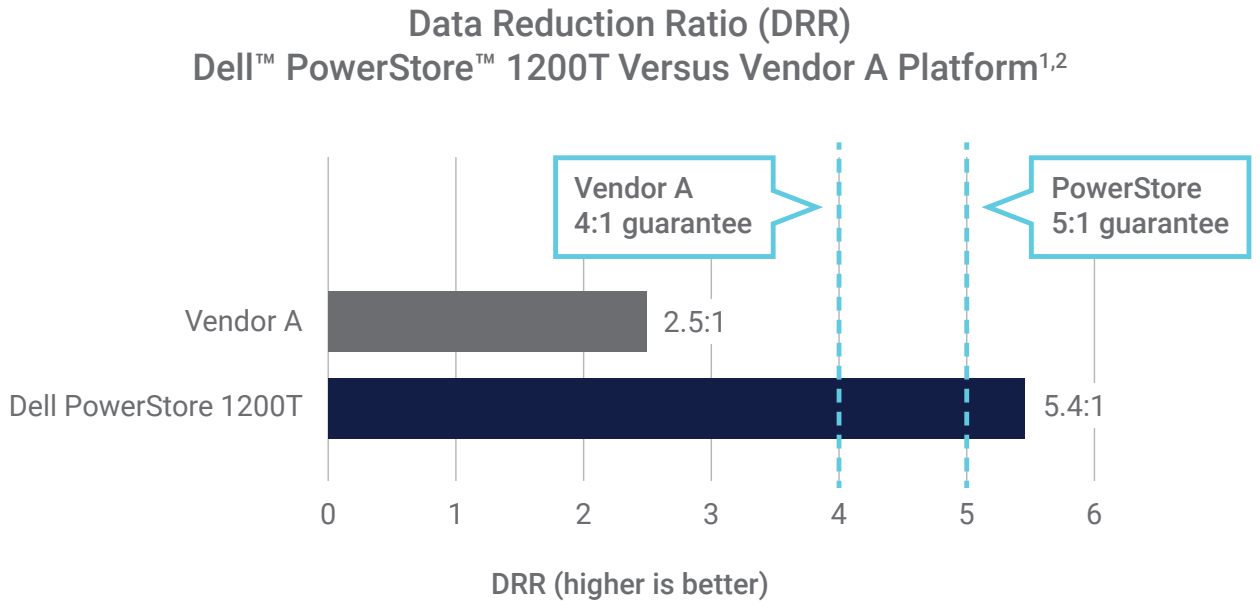

Abbildung 1 | Vergleich von zugesagten und gemessenen DRRs
Die nutzbare oder physische Kapazität einer Storage-Plattform entspricht der Datenmenge, die vor Anwendung der Datenreduzierung gemäß Vorkonfiguration auf der Storage-Plattform gespeichert werden kann. Die logische Kapazität wird gemessen, nachdem vom Storage-Betriebssystem (BS) Datenkomprimierung und Deduplizierung auf die reduzierbaren Daten angewendet wurde. Mit einer DRR-Zusage wird zugesichert, dass bei Verwendung von Datenkomprimierung und Deduplizierung die logische Kapazität der Storage-Plattform X-mal höher ist als die nutzbare Kapazität. Die neueste PowerStoreOS-Version enthält eine neue Funktion, die als intelligente Komprimierung bezeichnet wird. Auf der von uns getesteten PowerStore-Plattform lieferte das neue BS im Vergleich zur vorherigen BS-Version eine bis zu 20 % höhere Datenreduzierung. Laut unseren Tests führte diese verbesserte Dateneffizienz zu einer DRR von 5,4:1 für das simulierte Datenvolumen (siehe Abbildung 1), was die von Dell Technologies gegebene aktualisierte DRR-Zusage von 5:1 unterstützt.[1] Für die Plattform von Anbieter A wurde eine DRR-Zusage von 4:1 gegeben. In unseren Tests blieb die Dateneffizienz jedoch mit einer DRR von 2,5:1 hinter den Erwartungen zurück.[2] Details zu den Testkonfigurationen und -verfahren finden Sie im Anhang.